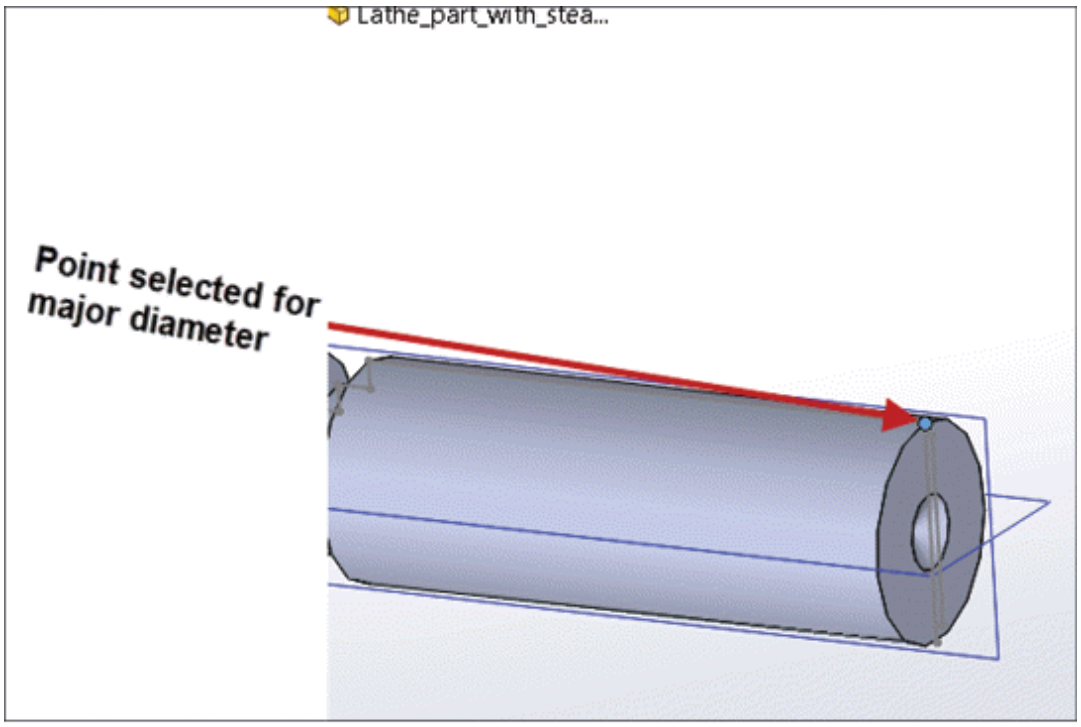

Figure-75. Point selected for major diameter
- Select a point on hole/shaft surface; refer to Figure-75. The value of major diameter will be displayed in the adjacent edit box.